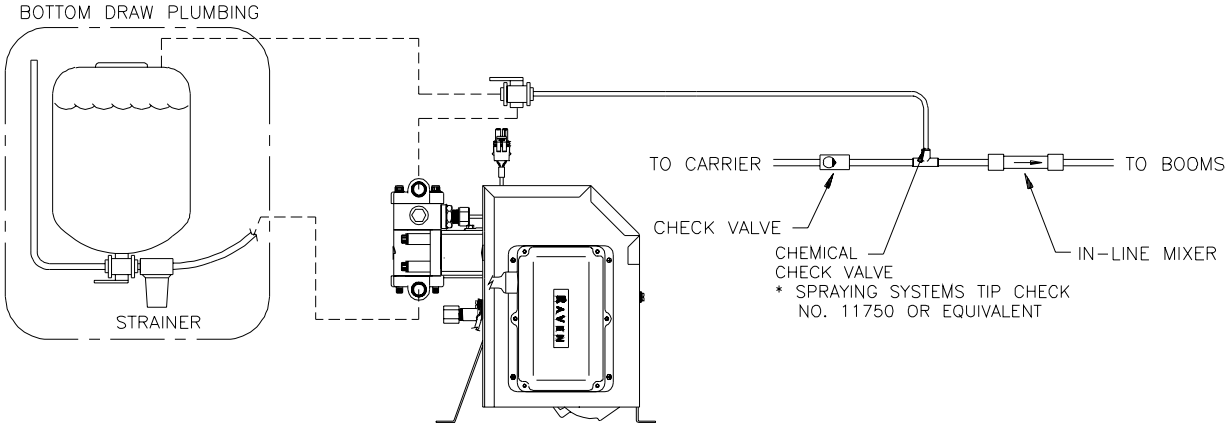

FIGURE 20
3) Plumb three way valve on output line of Injection Module (See Figure 20). Plumb recirculation line from three way valve to Product supply tank using 3/8 inch [10mm] tubing. Plumb injection line from three way valve to product check valve using 3/8 inch [10 mm] tubing (For low volume modules) or 1/2 inch [13 mm] tubing (for high volume modules). Product Check Valve and tubing not furnished.